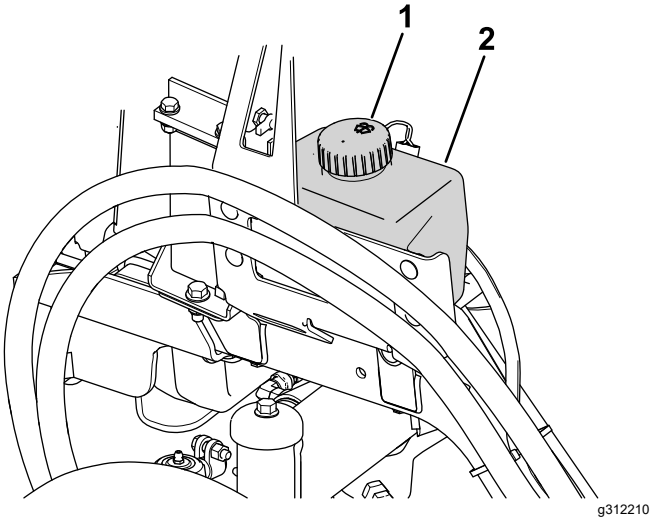

**Figuur 86**
1. Verwijder de dop (Figuur 86) op het reservoir.